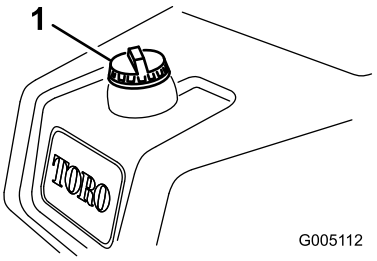

Figur 21
1. Rengør området omkring brændstofdækslet, og afmonter det (Figur 21).